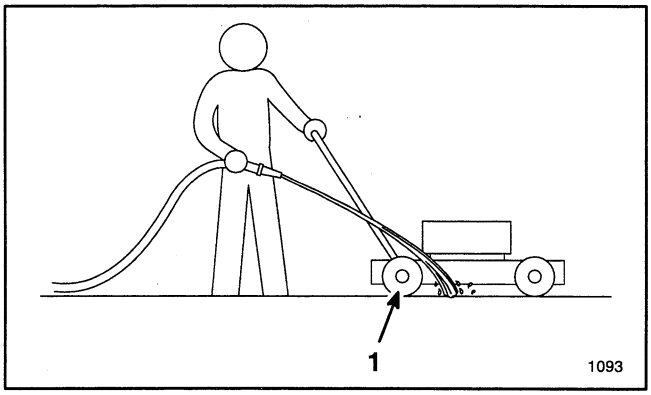

Figure 34
4. Hold the running garden hose at handle level and direct water to flow on ground just in front of right rear tire (Fig. 34). The rotating blade will draw water under the housing and wash out clippings. Let the water run for a few minutes or until you no longer see clippings being washed out from under housing.